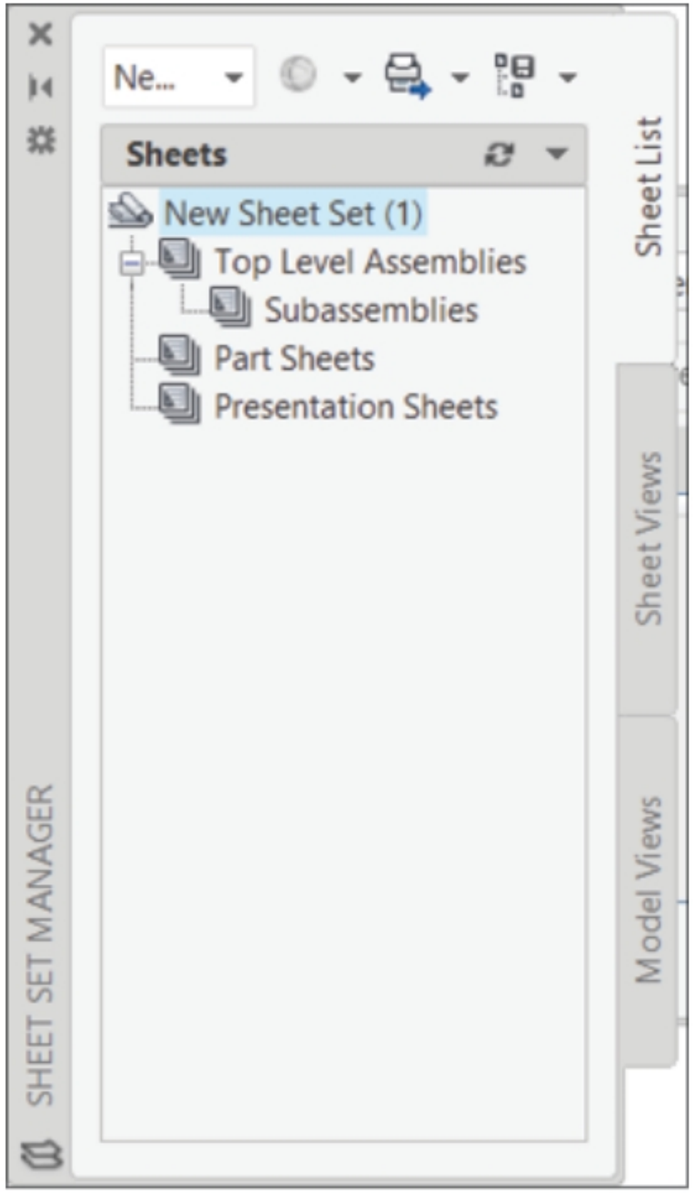

Figure-34. Sheet Set Manager
- Click on the **Finish** button from the page. The **SHEET SET MANAGER** will be displayed with the current sheet set; refer to Figure-34.